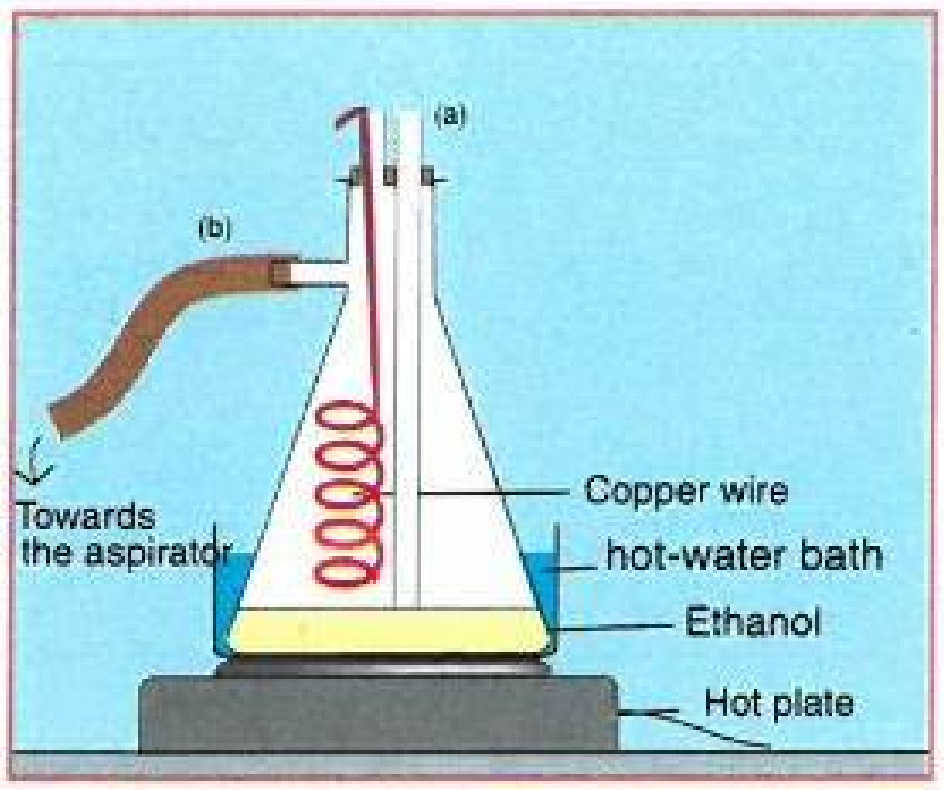

Figure 9.20
- Assemble the apparatus shown in figure 9.20.